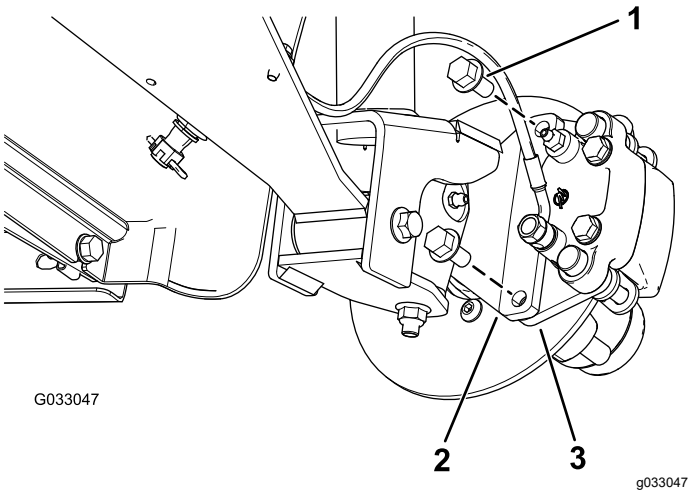
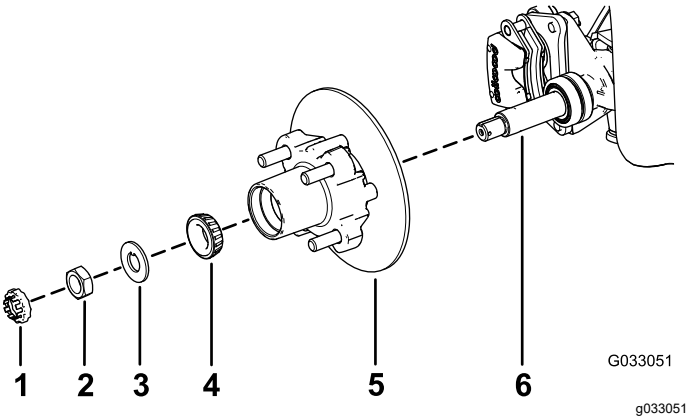

Figuur 26
Figuur 30
3. Verwijder de flenskopbouten (⅜" x ¾") waarmee de beugel voor de rem is bevestigd aan de as en verwijder de rem van de as (Figuur 26).
1. Breng een laagje van het aanbevolen smeermiddel aan op de as (Figuur 30).
2. Monteer de naaf en de rotor op de as met de rotor aan de binnenkant (Figuur 30).
3. Monteer het buitenste lager op de as en plaats het lager in de buitenste loopring (Figuur 30).
4. Monteer het borgplaatje op de as (Figuur 30).
5. Draai de asmoer op de as en zet de moer vast met een torsie van 15 N·m terwijl u de naaf draait om het lager te plaatsen (Figuur 30).
2. Lijn de remblokken aan beide zijden van de rotor (Figuur 26) en de openingen in de beugel van de remklauw uit met de openingen in de rembevestiging van het asframe (Figuur 30).
3. Bevestig de beugel van de remklauw aan het asframe (Figuur 26) met de 2 flenskopbouten (⅜" x ¾").